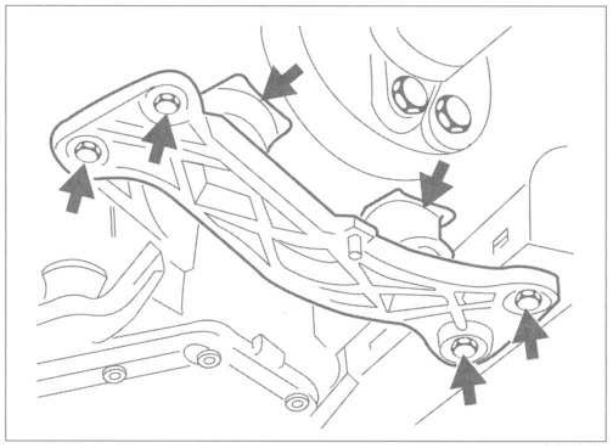

Fig. 16. Transmission center support mounting bolts (**arrows**).
9. Support transmission from below using transmission jack. Unbolt transmission support crossmember from body. See Fig. 16.